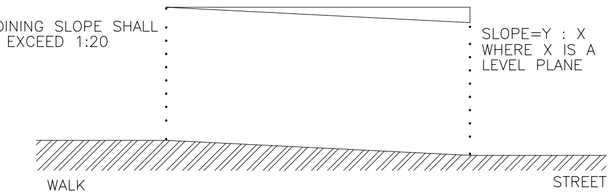

FIG. 11
4.7.2 SLOPE. SLOPES OF CURB RAMPS SHALL COMPLY WITH 4.8.2. THE SLOPE SHALL BE MEASURED AS SHOWN IN FIG. 11. TRANSITIONS FROM RAMPS TO WALKS, GUTTERS, OR ROADWAYS SHALL BE FLUSH AND FREE OF ABRUPT CHANGES. MAXIMUM SLOPES OF ADJOINING GUTTERS, ROAD SURFACE IMMEDIATELY ADJACENT TO THE CURB RAMP, OR ACCESSIBLE ROUTE SHALL NOT EXCEED 1:20.